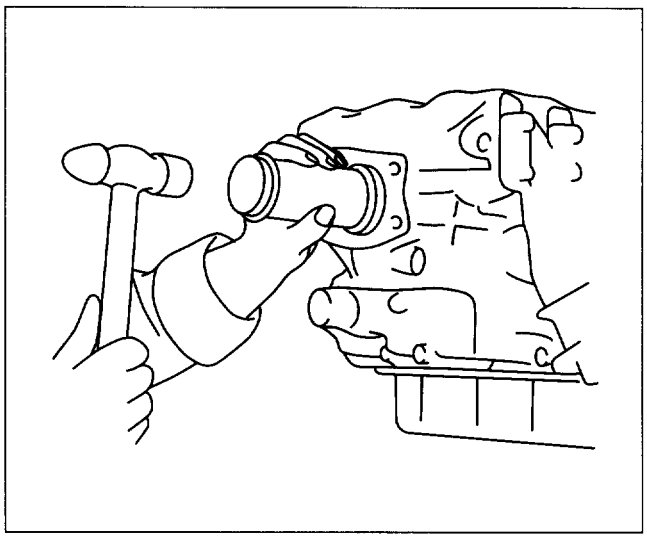

Figure 31. Rear Cover Oil Seal Installation
2. Drive the oil seal to the rear cover end surface using oil seal installer (figure 31).